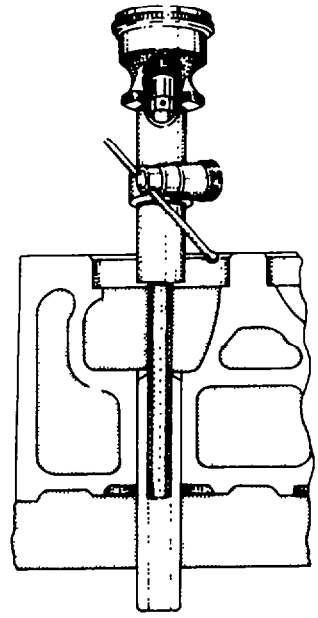

Fig. 38 — Checking Valve Seat Run-out
f. After the valve seats have been ground to specifications and properly cleaned, check the valve seat run-out using Sioux Tool X825 (see fig. 38).